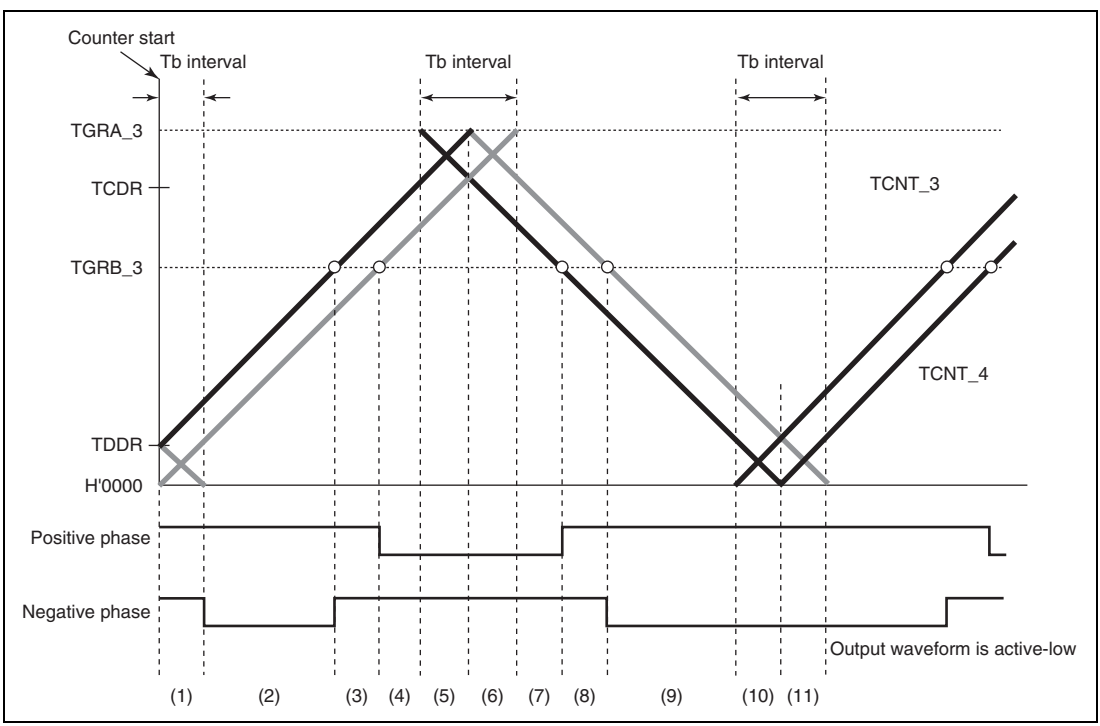
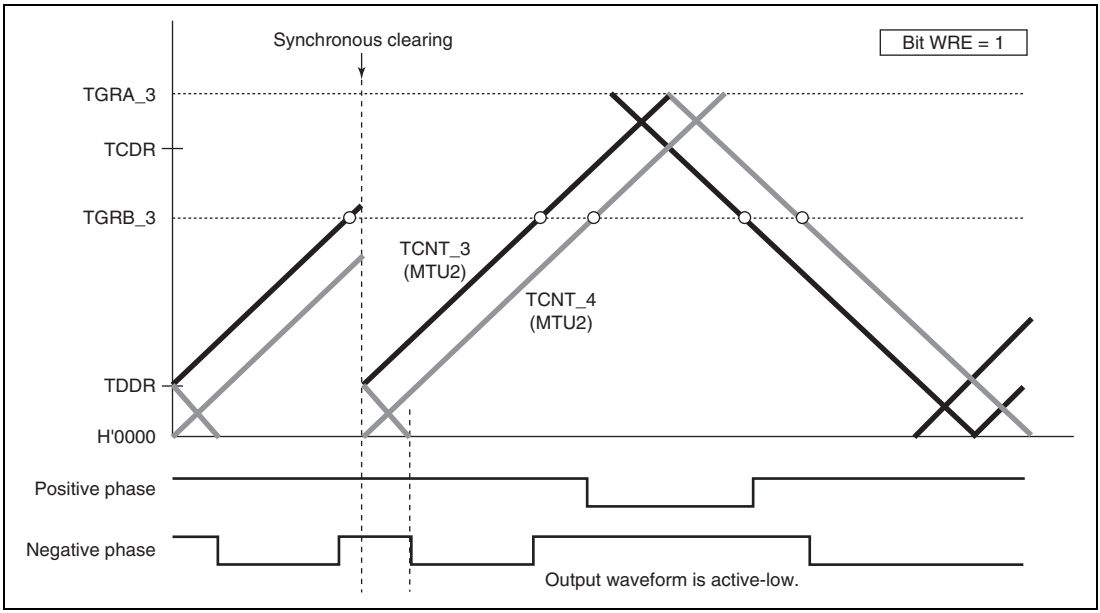
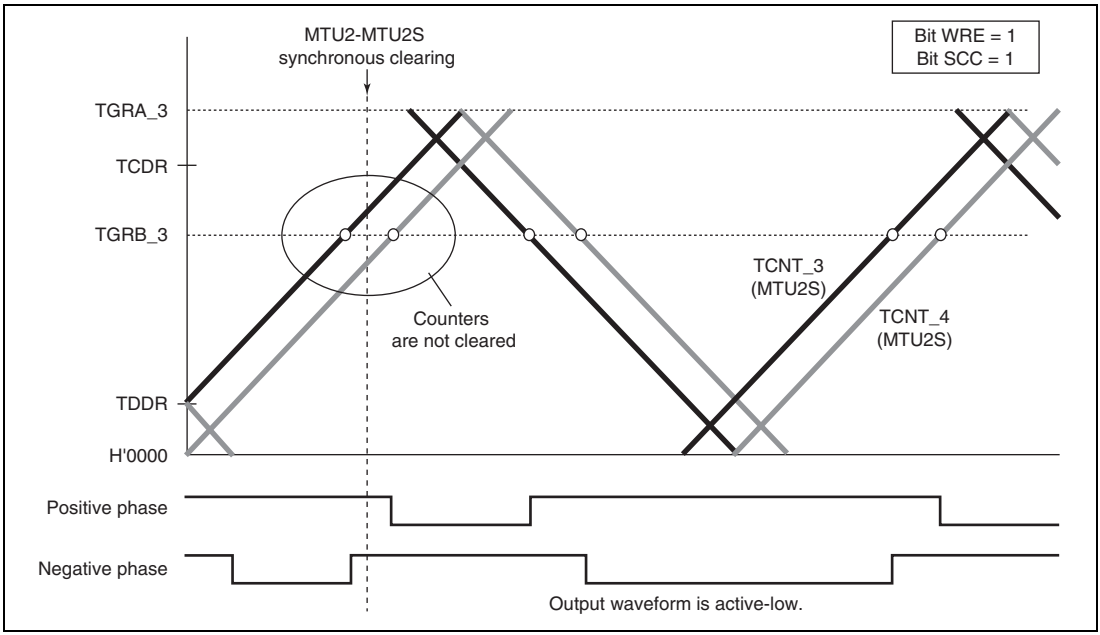

Figure 11.56 Timing for Synchronous Counter Clearing
Figure 11.58 Example of Synchronous Clearing in Dead Time during Up-Counting (Timing (3) in Figure 11.56; Bit WRE of TWCR in MTU2 is 1)
Figure 11.64 Example of Synchronous Clearing in Dead Time during Up-Counting (Timing (3) in Figure 11.56; Bit WRE is 1 and Bit SCC is 1 in TWCR of MTU2S)
Initial output suppression is applicable only when synchronous clearing occurs in the Tb interval at the trough as indicated by (10) or (11) in figure 11.56. When synchronous clearing occurs outside that interval, the initial value specified by the OLS bits in TOCR is output. Even in the Tb interval at the trough, if synchronous clearing occurs in the initial value output period (indicated by (1) in figure 11.56) immediately after the counters start operation, initial value output is not suppressed.
Figures 11.58 to 11.61 show examples of output waveform control in which the MTU2 operates in complementary PWM mode and synchronous counter clearing is generated while the WRE bit in TWCR is set to 1. In the examples shown in figures 11.58 to 11.61, synchronous counter clearing occurs at timing (3), (6), (8), and (11) shown in figure 11.56, respectively.
Figures 11.64 to 11.67 show examples of operation in which the MTU2S operates in complementary PWM mode and MTU2-MTU2S synchronous counter clearing is suppressed by setting the SCC bit in TWCR in the MTU2S to 1. In the examples shown in figures 11.64 to 11.67, synchronous counter clearing occurs at timing (3), (6), (8), and (11) shown in figure 11.56, respectively.